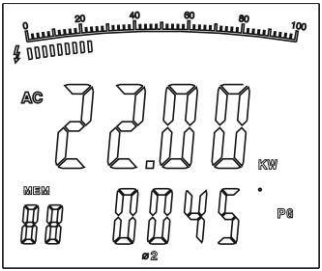

Figure 9
2. After record the current power measurement value of the first phase, then press **SEL** to choose ø2**,** The double display shows the value of acitve power kW and PG of the second phase **2.** as figure 9